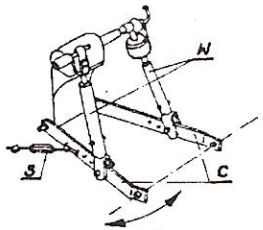

Rys. 7
- wypoziomuj wstępnie pług w kierunku poprzecznym regulując długość wieszaków (W) układu hydraulicznego ciągnika **(Rys.7)**.
- sprawdź głębokość orki oraz wypoziomowanie ramy w kierunku podłużnym i poprzecznym. Sprawdzianem wypoziomowania pługa w kierunku poprzecznym jest prostopadłość grządzieli (również ścian bocznych rdzeni) do powierzchni pola. Jeśli ustawienie pługa nie odpowiada wybranej głębokości skoryguj głębokość za pomocą wrzeciona koła i ewentualnie łącznika górnego ciągnika. Wypoziomuj pług w kierunku poprzecznym za pomocą wieszaków ciągnika **(Rys.7).**